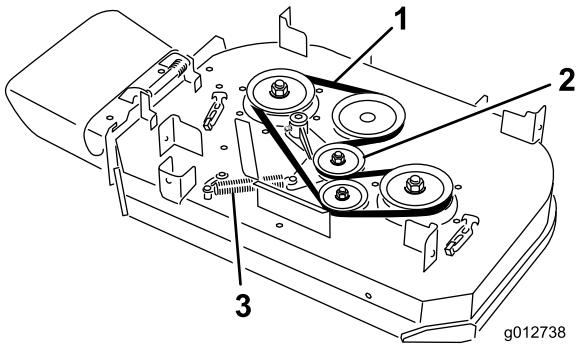

Figura 65
4. Sganciate la molla dal perno di ancoraggio sul braccio della puleggia tendicinghia (Figura 65).
5. Togliete la cinghia del tosaerba usurata (Figura 65).
6. Montate la nuova cinghia del tosaerba attorno alla puleggia della frizione, alle pulegge del piatto di taglio e alla puleggia tendicinghia (Figura 65).
7. Agganciate la molla al perno di ancoraggio sul braccio della puleggia tendicinghia (Figura 65).
6. Montate la nuova cinghia del tosaerba attorno alle pulegge del piatto di taglio e alla puleggia tendicinghia (Figura 65).
5. Sganciate la molla dal perno di ancoraggio sul braccio della puleggia tendicinghia (Figura 65).
6. Togliete la cinghia del tosaerba usurata (Figura 65).
7. Montate la nuova cinghia del tosaerba attorno alle pulegge del piatto di taglio, alla puleggia della frizione e alla puleggia tendicinghia (Figura 65).
8. Agganciate la molla al perno di ancoraggio (Figura 65).